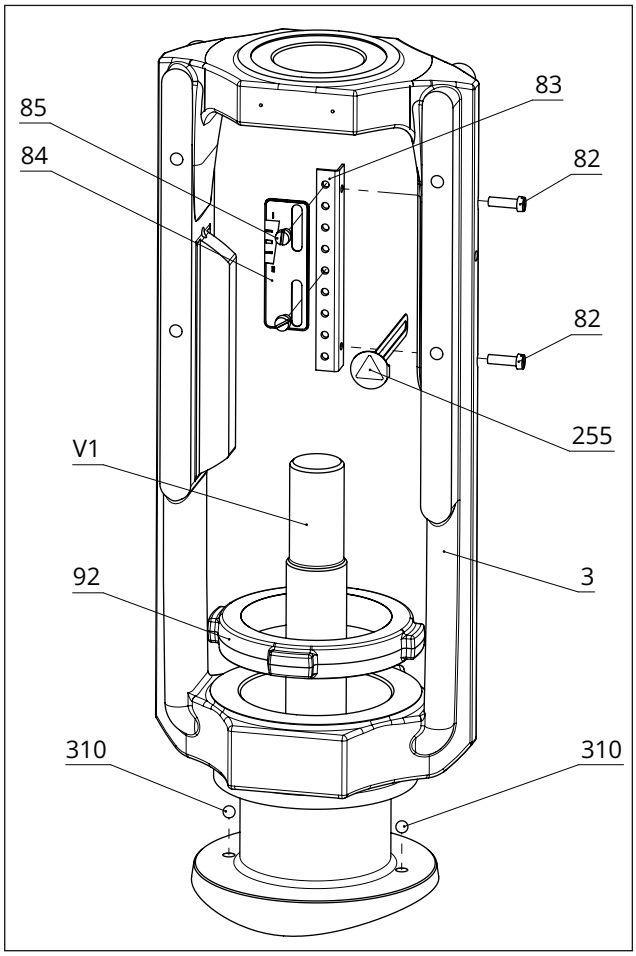
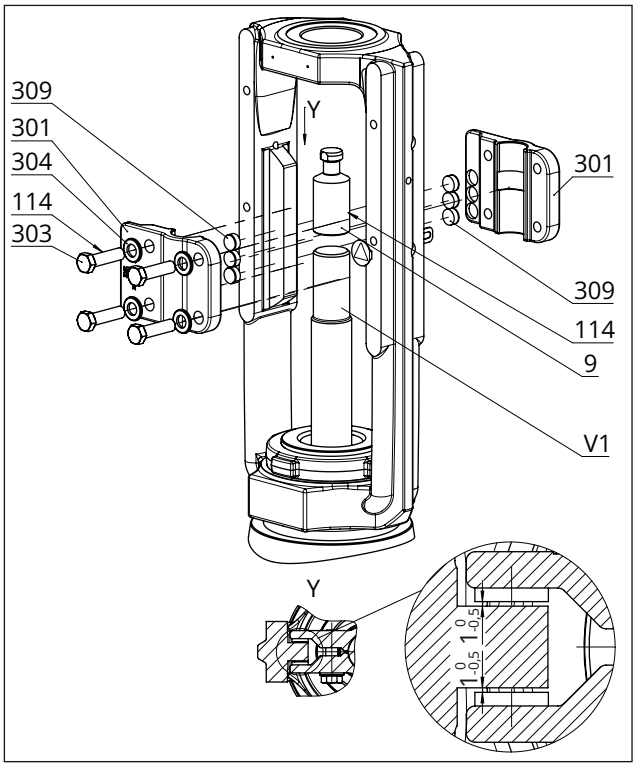

Bild 22: *Montageübersicht der Baugruppe Joch mit Hubschild in der Standardausführung*
Bild 23: *Montageübersicht der Verdrehsicherung in der Standardausführung*
Vgl. Bild 22 und Bild 23
– Zwischen den Gleitscheiben und ihrer Auflage am Joch ist ein nomineller Spalt zwischen 0,5 und 1 mm auf jeder Seite (vgl. Detail Y in Bild 23).